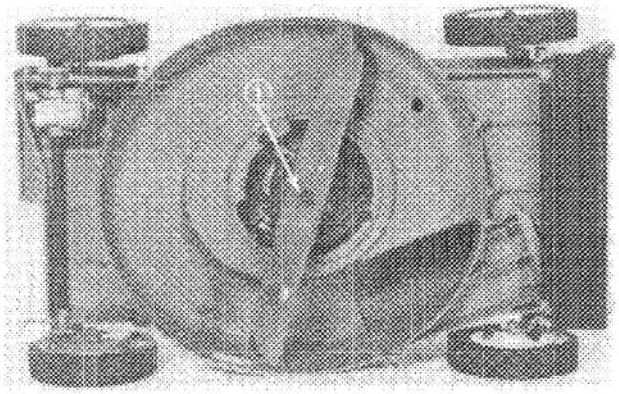

Figure 36
4. Grasp end of blade using a rag or thickly padded glove. Remove blade bolt, lock washer and blade (Fig. 36).